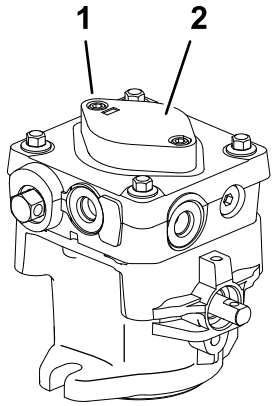

Figur 52
7. Løsn to maskinskruer med unbrakokærv (Figur 52) højst 1-1/2 omgang for at spæde opladningspumpen op. Sørg for, at motoren ikke kører. Løft opladningspumpehuset opad, og vent, indtil olien flyder jævnt ud under huset. Spænd maskinskruerne igen. Gør dette for begge pumper.